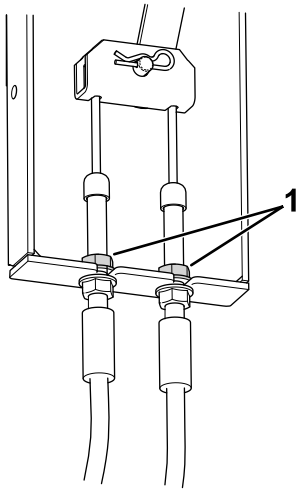

Figure 76
3. Localisez le support du câble de frein (Figure 76) sous le côté gauche de la machine, près de la roue gauche.